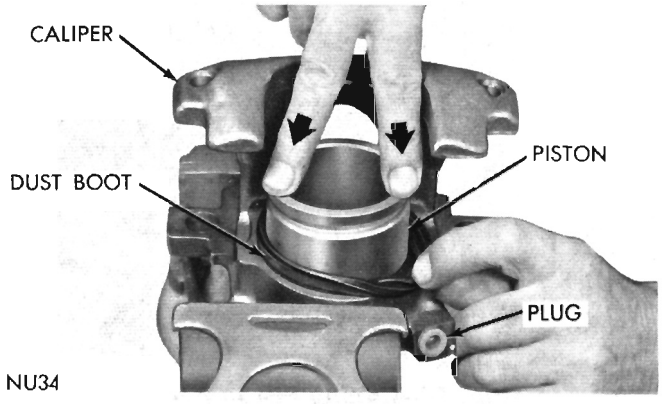

Fig. 17—Installing Piston (Through Boot)
(4) Plug high pressure inlet to caliper and bleeder screw hole, then coat piston with a generous amount of lubricant (as specified above). With fingers spreading boot, work piston into boot and press down on piston. (The entrapped air below piston will force boot around piston and into its groove as piston is depressed.) (Fig. 17). Remove plug, then carefully push piston down the bore until bottomed. Caution: **Force must be applied uniformly to avoid cocking.**